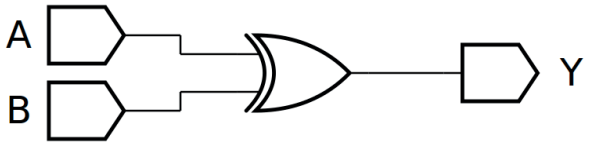
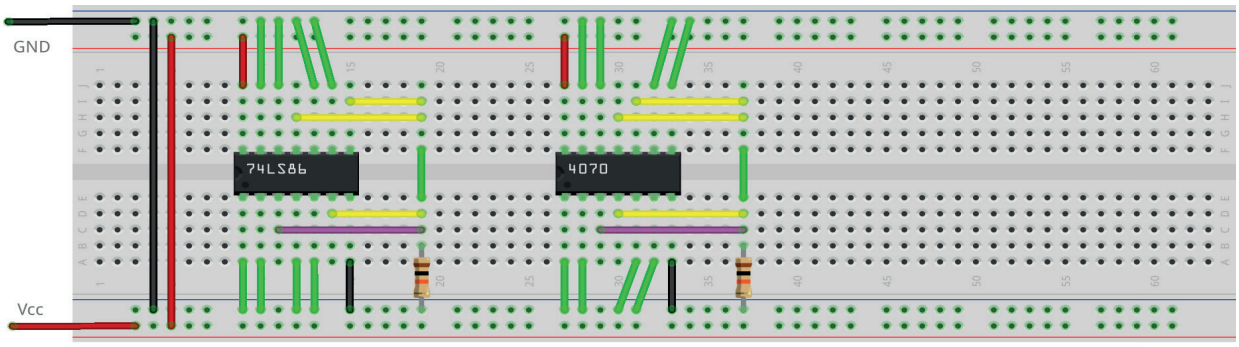

Figura 3.70 – Diagrama esquemático.
Figura 3.71 – Placa de montagem com componentes.
1. Monte o circuito da figura 3.70, conforme mostrado na figura 3.71, na placa de montagem.
d) Conecte os fios verdes. Os fios verdes estão conectados ao terra e portanto fornecendo valor lógico (0) às entradas de todas as portas do CI.
26. Utilizando o software de simulação SmartSim, simule a porta OU-Ex (XOR) de acordo com a figura 3.70. Compare a simulação com a tabela 3.24.
1. A porta NOU-EX (XNOR) de 2 entradas, figura 3.71, compara dois bits. Se os bits forem iguais, a saída será 1 (H). Se os bits forem diferentes um do outro, a saída será 0 (L), conforme a tabela 3.26.